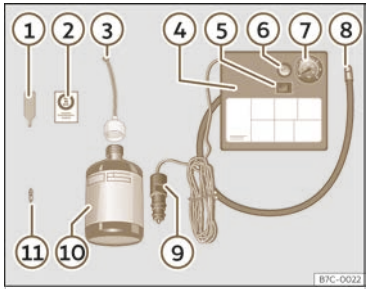

Fig. 257 Standard representation: contents of the tyre mobility kit.
The tyre mobility kit is located in the luggage compartment under the floor trim. Includes the following components ››› **Fig. 257**:
- Unscrew the tyre valve cap and insert. Use the device ››› **Fig. 257** ① to remove the valve cap. Place it on a clean surface.
- Shake the tyre sealant bottle vigorously ››› **Fig. 257** ⑩.
- Screw the tyre inflation hose ››› **Fig. 257** ③ into the tyre sealant bottle. The bottle's seal will break automatically.
- Remove the filler cap ››› **Fig. 257** ③ and screw the open end of the tube into the tyre valve.
- Replace the valve insert with the device ››› **Fig. 257** ① onto the tyre valve.
- Screw the tyre inflation tube of the compressor ››› **Fig. 257** ⑧ onto the tyre valve.
- Check that the air evacuation screw is closed ››› **Fig. 257** ⑥.
- Attach the connector ››› **Fig. 257** ⑨ to the vehicle’s 12 volt power outlet ››› **page 258**.
- Switch on the air compressor with the ON/OFF switch ››› **Fig. 257** ⑤.
- Attach the sticker ››› Fig. 257 ② to the instrument cluster display, within the driver's field of vision.
Screw in the inflator tube ››› Fig. 257 ⑧ again and check the pressure on the gauge ⑦.